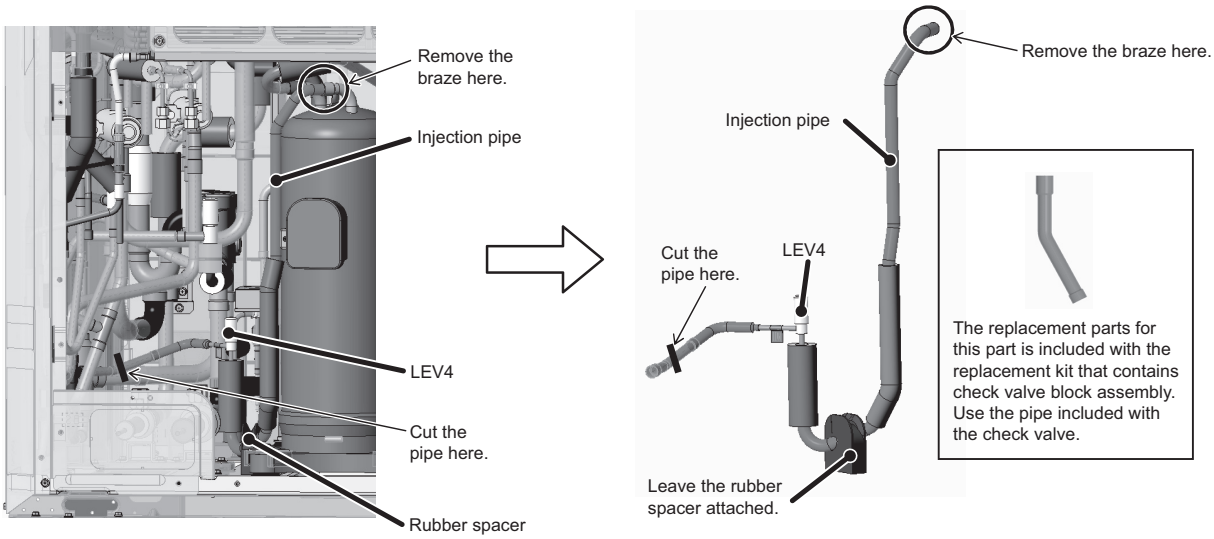

Figure 11 LEV4 assembly
(11) Cut the pipe with a pipe cutter at the area shown in Figure 11. (EP72, 96, 120, and 144 only.)
Remove the braze at the area circled in Figure 11 to remove LEV4 assembly. (See Figure 11.)